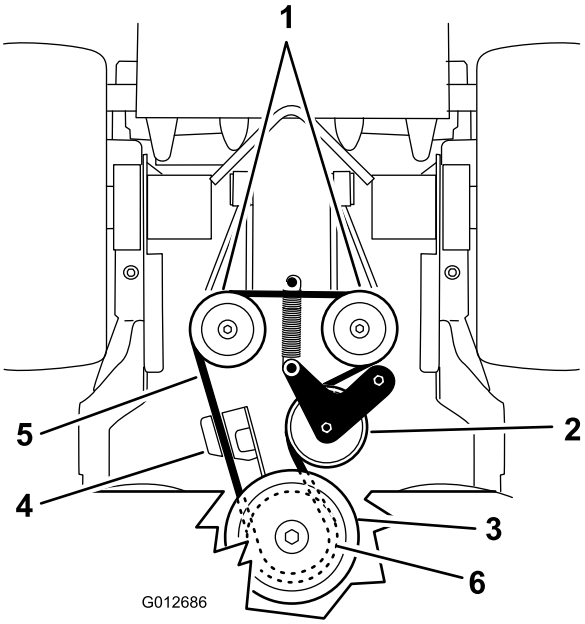

**Figur 66**
5. Tag styrefjederen af stellet (Figur 66).
7. Monter styrefjederen på stellet (Figur 66).